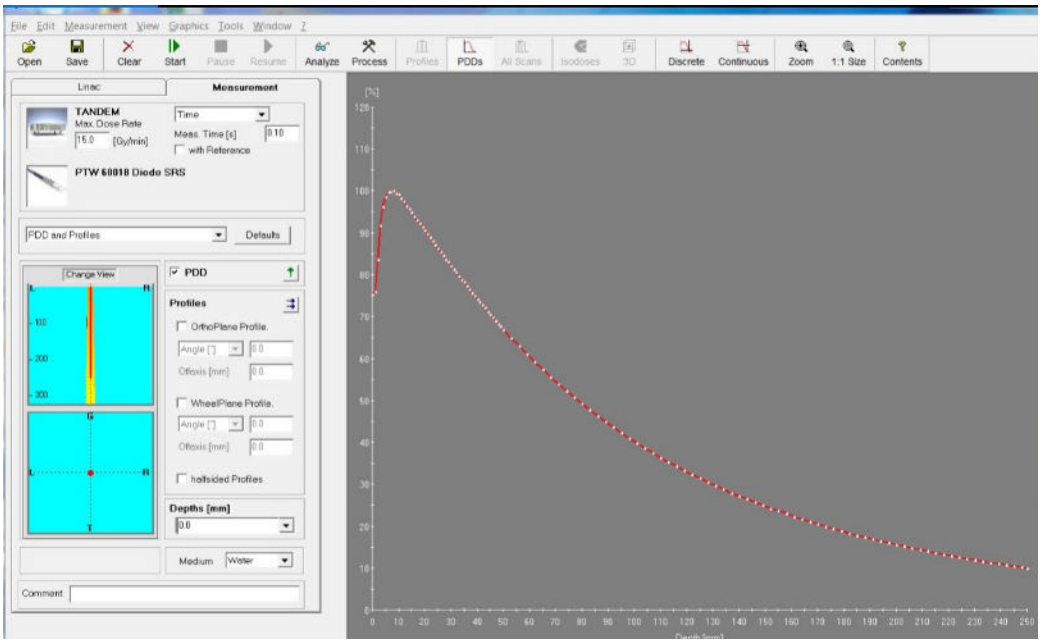

Figura 1-18. Trazado de PDD
g. Vaya a TDS Linac Calibration (Calibración del acelerador lineal del TDS), seleccione un colimador de 25 mm y una dosis de entrada de 5000 MU. Después de encender el haz, vaya inmediatamente a PTW Mephysto y pulse **Start** (Comenzar) para comenzar la exploración. El trazado típico de PDD se muestra a continuación (consulte la figura 1-18).